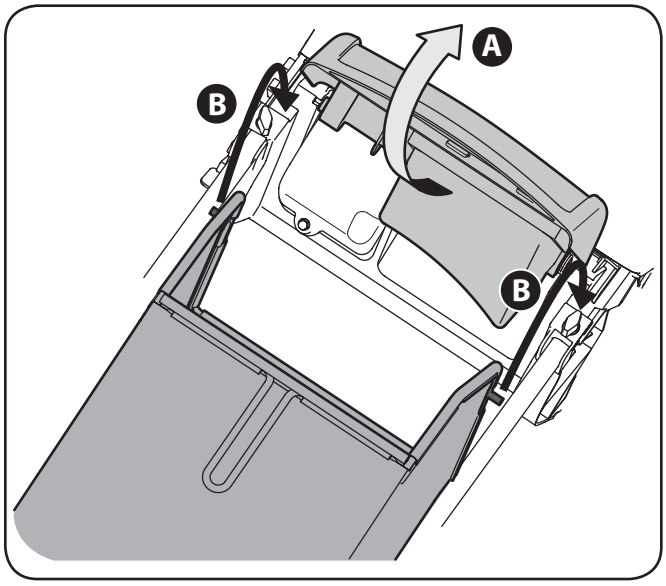

Figure 3-8
b. Place grass catcher into the slots in the handle brackets as shown in Figure 3-8. Let go of discharge door so that it rests on the grass catcher.